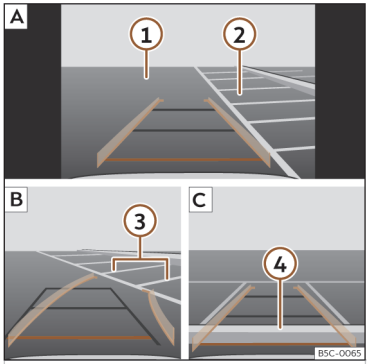

Abb. 154 Anzeige auf dem Bildschirm des Infotainment-Systems: Einparken mit dem Rückfahrassistenten.
Legende zur >>> **(Abb. 154)**:
- Bringen Sie das Fahrzeug vor die Parklücke >>> **(Abb. 154)** 2 A.